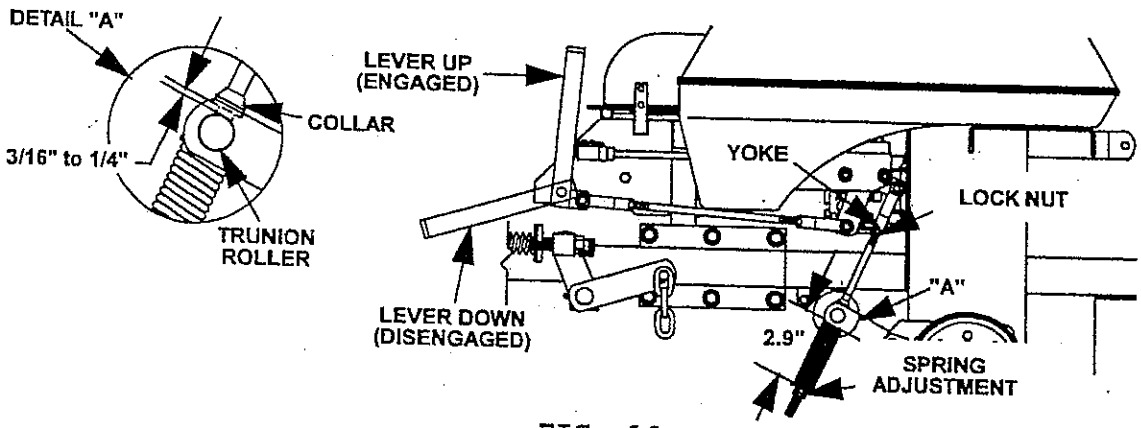

FIG. 10
b) Measure the length of the spring. Measurement should be 2.9" between washers (see Fig 10).
e) Measure the distance between the trunion roller and the collar (welded to rod). Measurement should be 3/16" to 1/4" (See Fig 10).
f) If adjustment is necessary, loosen the nut directly below the yoke. Turn the bottom nut(below washer) until the correct measurement is obtained (See Fig 10) turn nut clockwise to lengthen the gap (screws rod into yoke) and turn counter-clockwise to shorten the gap (screws rod out of yoke). Tighten nut against yoke and check opposite side of unit, repeat if necessary.